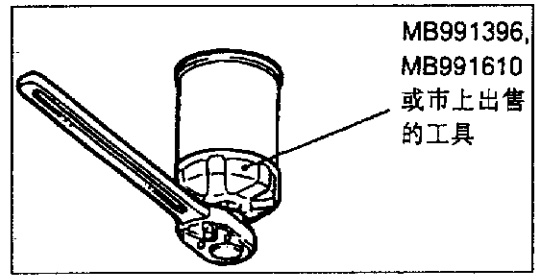

图2-5-2
(4)使用专用工具拆下发动机机油滤清器，如图2-5-2所示。